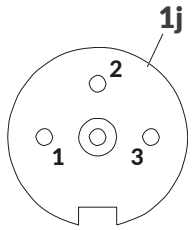

Rys. 8.
Drukarka **Hi-Res** EBS-2600 posiada możliwość zatrzymania transportera produkcyjnego w sytuacji wystąpienia błędu uniemożliwiającego drukowanie. W przypadku wykorzystania w/w możliwości, transporter produkcyjny podłączany jest do wyjścia **1j** (patrz ***Rys. 8***).
Charakterystyka 3-pinowego żeńskiego złącza **1j** (patrz ***Rys. 8***) do zatrzymywania transportera produkcyjnego znajduje się w tabeli poniżej.
*Na **Rys. 8** przedstawiony jest widok złącza od zewnątrz drukarki.*